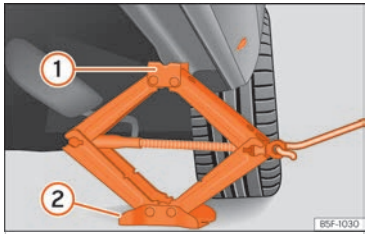

Fig. 229 Llarguer: col·locació del gat del vehicle.
- Gireu la manovella del gat, situat sota el punt de recolzament del llarguer, per elevar-lo fins que la pestanya ① ››› fig. 229 quedi situada sota l'allotjament previst.
- Alineeu el gat de manera que la pestanya ① "s'adhereixi" a l'allotjament previst del llarguer i la placa base mòbil ② quedi recolzada a terra. La placa base ② ha de caure en la vertical respecte del punt de recolzament ①.